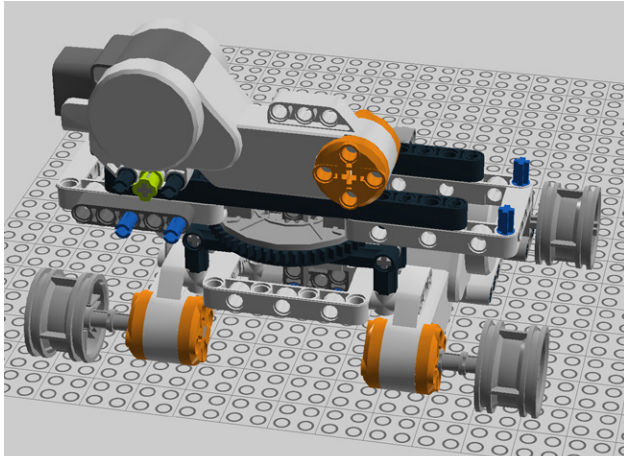

Figure 7-60. *Step 53: Securing the cross axle*
53. Secure the other end of the cross axle with a bush (Figure 7-60).